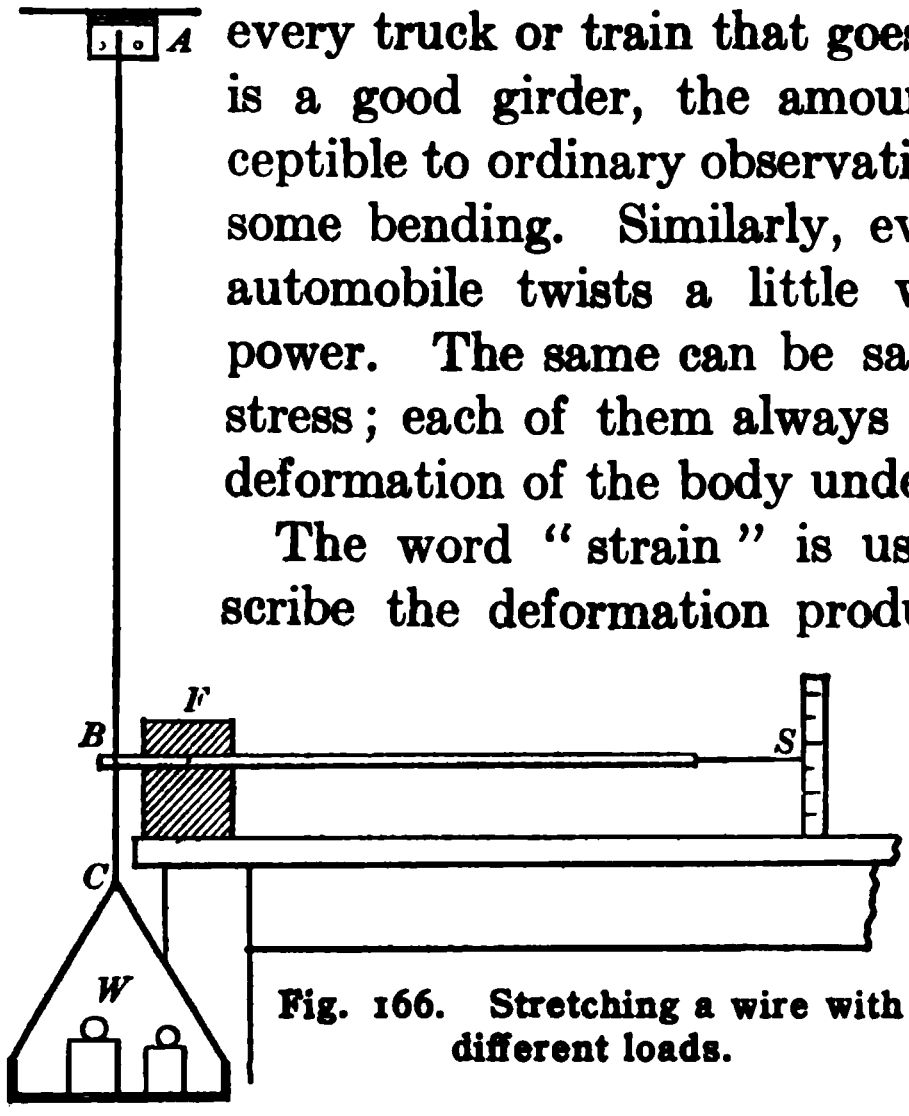

Fig. 166. Stretching a wire with different loads.
I. ***Tension.*** Let us fasten one end of a piece of steel or spring-brass wire in a clamp near the ceiling, and attach a pan for weights to the lower end of the wire (Fig. 166). Since the stretch will be small, it is necessary to use a lever or some other device to magnify it. Having placed just enough weight in the pan to straighten the wire, we add weights one at a time and read the corresponding positions of the pointer. Each time we must remove the added weights to see if the pointer comes back to its original position. When it fails to do this, we stop the experiment and disregard, for the moment, the last reading of the pointer. If we then compute from each deflection of the pointer the actual stretch, or elongation, of the wire, and divide each